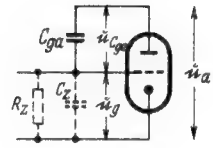

Bild 14. Erhöhung der Eingangskapazität durch die Rückwirkung über die Gitter/Anoden-Kapazität
F. Die scheinbare Erhöhung der Röhreneingangskapazität (Bild 14)